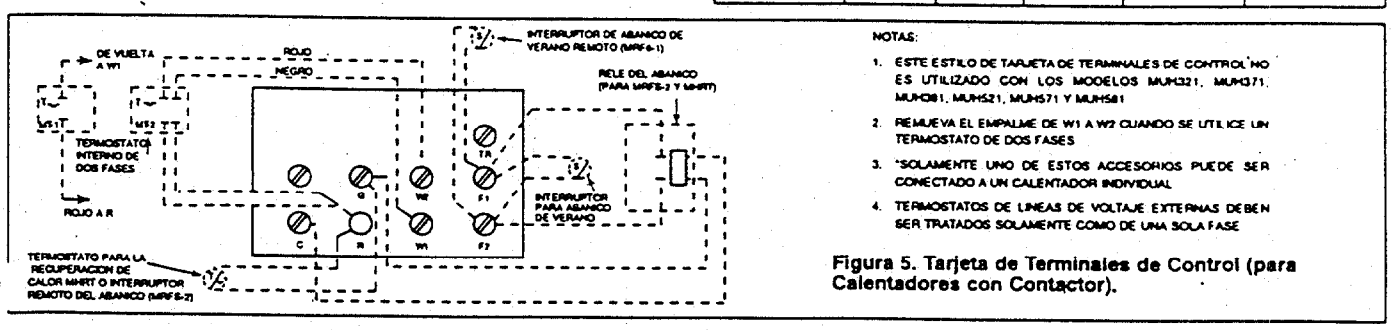

Figura 5. Tarjeta de Terminales de Control (para Calentadores con Contactor).
4. Cablee de acuerdo a la Figura 5 para unidades con contactor.